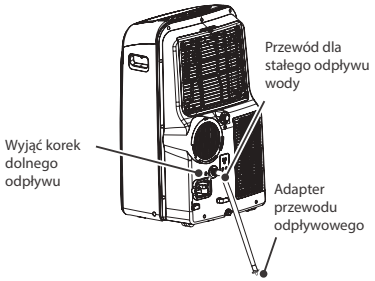

Rys. 19
- W trybie pompy cieplnej należy wyjąć korek z odpływu dolnego z tyłu klimatyzatora i zainstalować przyłącze odpływu (5/8 wkładka uniwersalna) z przewodem 3/4" (nie znajduje się w wyposażeniu, należy kupić indywidualnie). W modelach bez przyłącza odpływu wystarczy zamocować przewód odpływowy w otworze odpływowym. Wolną końcówkę adaptera umieścić bezpośrednio nad kanałem odpływowym w piwnicy domu. Patrz rys. 19.